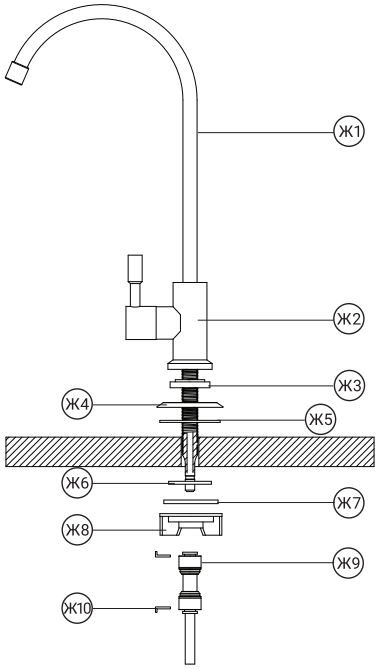

Рис. 7
2. Удалите транспортную заглушку и произведите монтаж крана (рис. 7) в следующей последовательности:
4. Подключите свободный конец трубки 1/4", идущей от выхода (out) из фильтра, к фитингу 1/4" (Ж9) (рис. 7) из комплекта поставки (см. раздел «Присоединение трубок» (стр. 4)).